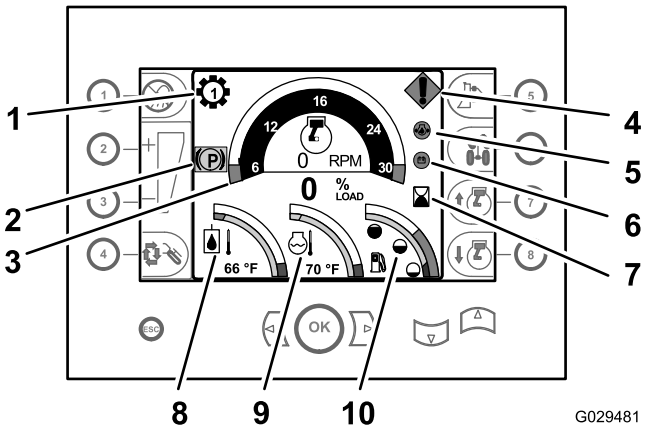
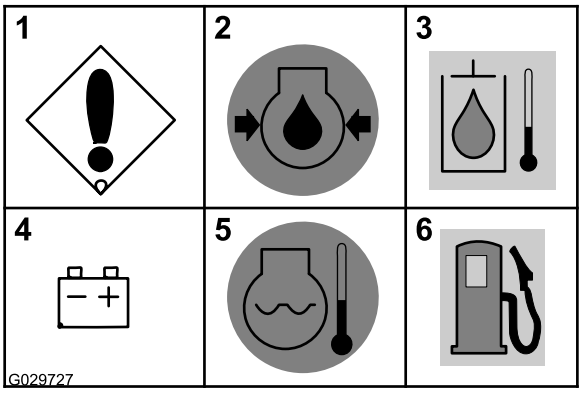

Figura 31
Figura 33
- **Indicatore della marcia**: questo indicatore mostra quale marcia è selezionata per la trasmissione (marce da 1 a 4) ed è visualizzato in alto a sinistra del contagiri (Figura 31).
- **Contagiri**: il contagiri riporta la velocità del motore in giri al minuto (giri/min). Il contagiri è visualizzato nella parte centrale superiore del display del centro di comando (Figura 31).
- **Contaore**: il contaore indica il numero di ore di funzionamento del motore. È visualizzato nell'area centrale a destra del display di comando, a destra del contagiri (Figura 31).
- **Indicatore della temperatura del fluido idraulico**: questo indicatore visualizza la temperatura operativa del fluido idraulico ed è visualizzato nell'area in basso a sinistra del display di comando (Figura 31).
- **Indicatore della temperatura del refrigerante**: questo indicatore riporta la temperatura del refrigerante nell'impianto di raffreddamento del motore. È visualizzato nella parte centrale inferiore del gruppo strumentazione (Figura 31).
- **Indicatore di livello del carburante**: questo indicatore visualizza il livello restante di carburante nel serbatoio ed è situato nell'area inferiore destra del display di comando (Figura 31).
- **Indicatore freno di stazionamento innestato**: questo indicatore viene visualizzato quando il freno di stazionamento è innestato (Figura 31). L'indicatore scompare quando rilasciate il freno di stazionamento.
- **Errore macchina o motore**: questo messaggio viene visualizzato se la macchina o il motore subisce un guasto. La causa del guasto è indicata nella Diagnostica del pannello strumentazione (Figura 33).
- **Bassa pressione dell'olio del motore**: questo messaggio di avvertenza viene visualizzato se la pressione dell'olio del motore è pari o inferiore a 90 Kpa (13 psi) (Figura 31 e Figura 33).
- **Alta temperatura dell'olio idraulico**: questo messaggio lampeggia se l'olio nell'impianto idraulico ha una temperatura di 102° C o superiore (Figura 33).
- **Controllate l'alternatore o la batteria**: questo messaggio viene visualizzato se la tensione dell'alternatore e della batteria è pari o inferiore a 12 Volt (Figura 31 e Figura 33).
- **Motore surriscaldato**: questo messaggio lampeggia se il refrigerante del motore ha una temperatura di 104° C o superiore (Figura 31 e Figura 33).